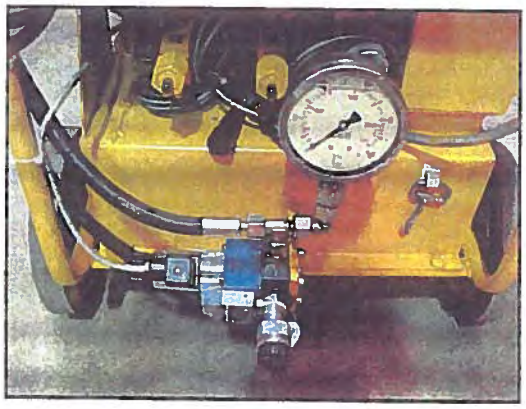

FIGURE 2. Power-Seating Hydraulic Valve Block.
4.1.2 The hydraulic pump to operate the seating device can easily be identified by the additional valve block, located at the lower front, below the standard block (Fig 2).